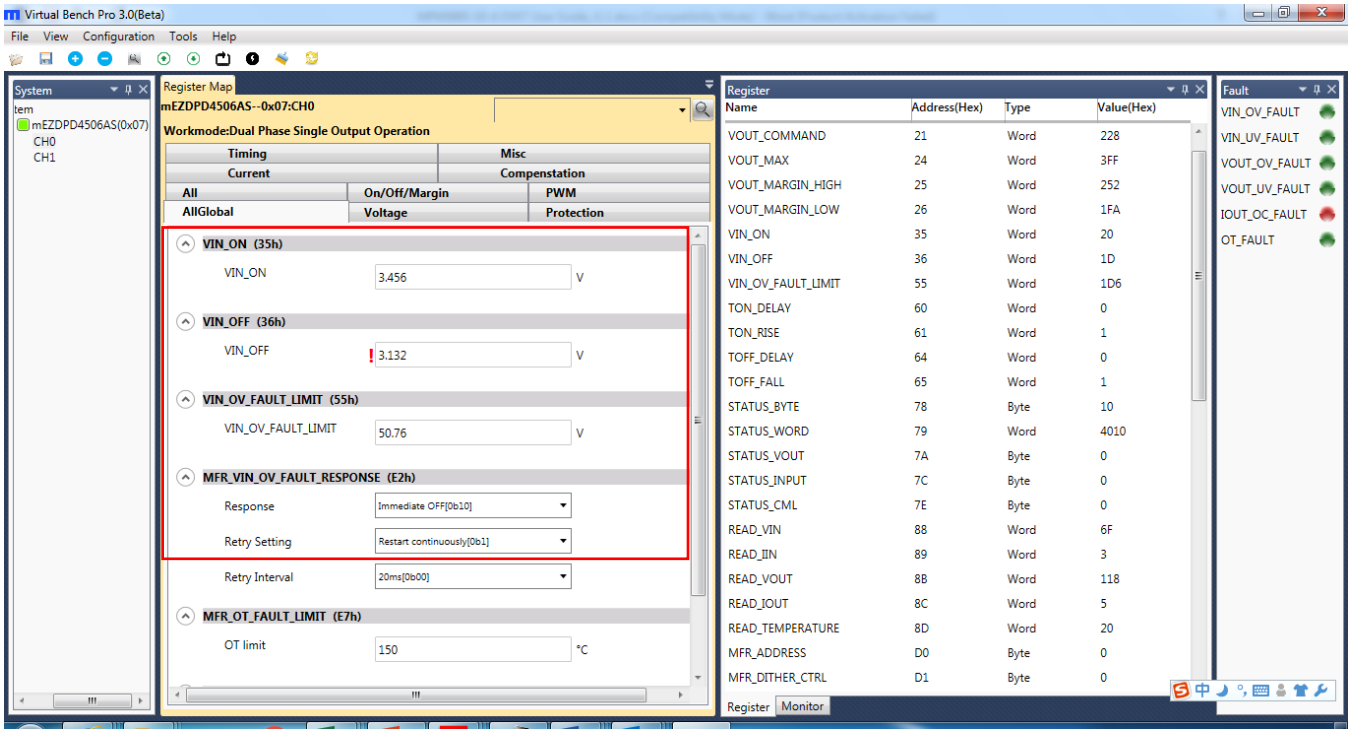

Figure 7: Values Displayed in the Register of the Module
2. **Figure 6: Green Indicator Shows Successful Connection**The Register Control menu will appear in the middle panel. The values stored in the registers of the module are read automatically (see Figure 7).